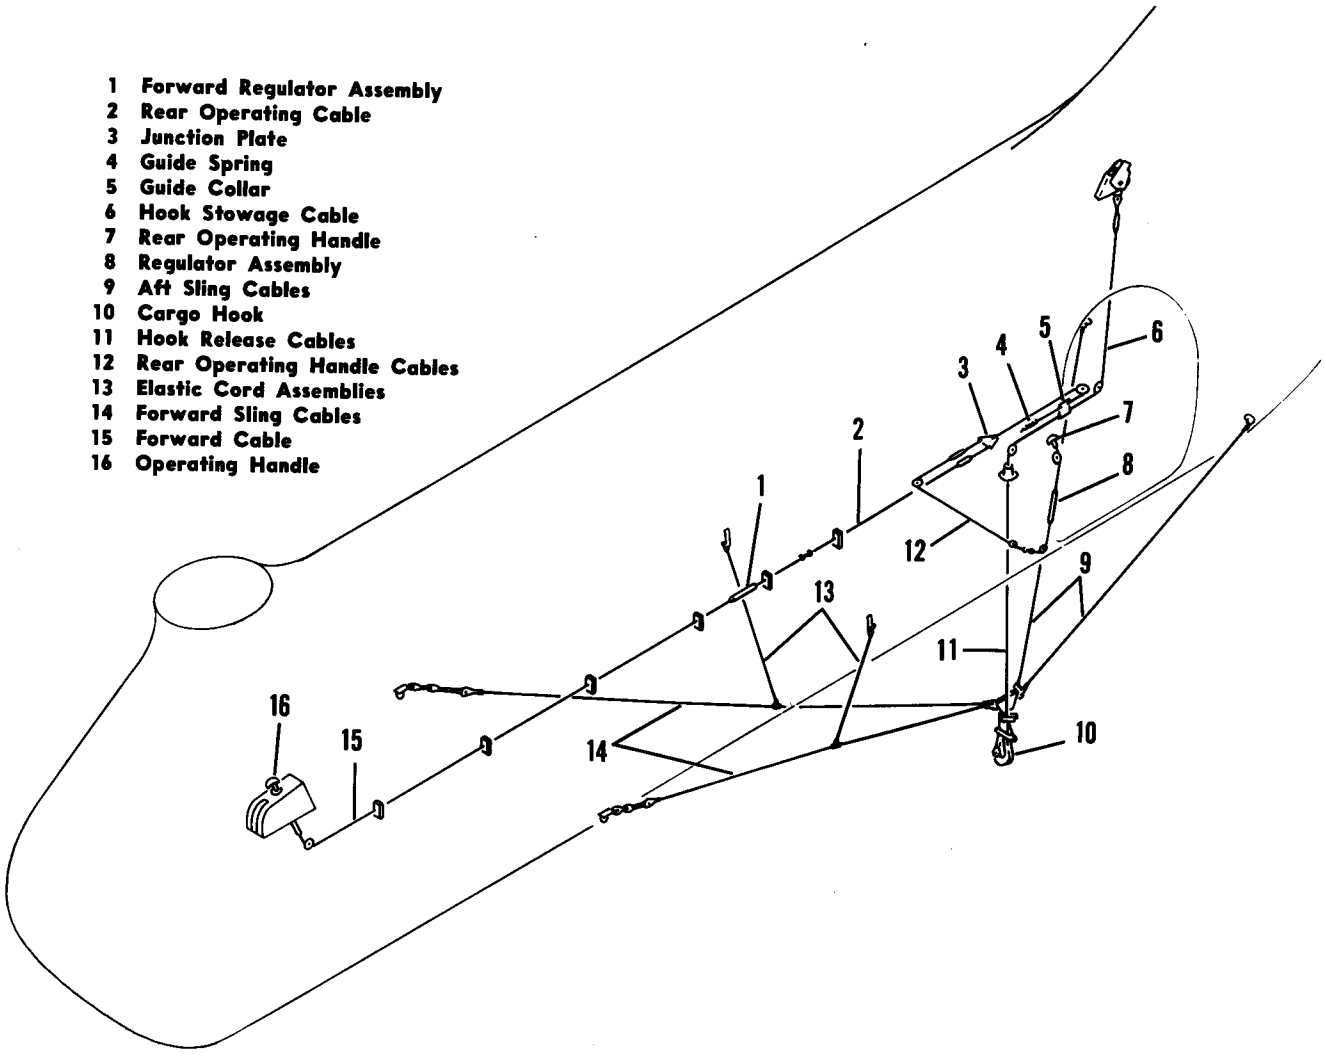

Figure 2-41. Cargo Sling and Release Mechanism—YH-21
2-264. INSTALLATION. (See figures 2-41, 2-42, and 2-42A.) The installation of the external sling is accomplished in the following manner:
2-265. REMOVAL. (See figures 2-41, 2-42, and 2-42A.) Removal of the external sling may be accomplished by reversing the installation procedure.
2-266. REMOVAL—CARGO HOOK RELEASE SYSTEM. (See figures 2-41, 2-42, and 2-42A.) The cargo hook release mechanism is removed from the helicopter in the following manner:
d. Disconnect the regulator assembly (1) from the rear operating cable (2) at the quick disconnect. Remove the regulator.
e. Disconnect the rear operating cable (2) and rear operating handle cable (12) from the junction plate (3). On H-21B and H-21C helicopters remove the bolts which secure the stop to the actuator arm and remove the stop. Disconnect the rear operating handle cable at the quick disconnect below the regulator assembly (8) and remove the cables.
f. Disconnect the rear operating handle (7) from the regulator assembly (8) and remove both units.
g. Disconnect the hook release cable (11) from the junction plate (3) and remove the junction plate. On H-21B and H-21C helicopters the hook release cable may now be removed.
h. On YH-21 and H-21A helicopters remove the spring (4) from the clip. Disconnect the release cable (11) from the guide collar (5, figures 2-41 and 2-42) and remove it.
i. Detach the hook stowage cable (6) from the guide collar (5). Slide the swaged ball end of the cable from the slot of the stowage reel (17) on H-21A helicopters. Remove the hook stowage cables.
j. Remove the hook release cable (6) and guide collar (5).
2-267. INSTALLATION. (See figures 2-41, 2-42, and 2-42A.) Installation of the cargo hook re-
2-267A. RIGGING CARGO HOOK RELEASE SYSTEM. (See figures 2-41, 2-42, and 2-42A.) The cargo hook release system should be rigged in the following manner:
f. With the cargo sling taut, adjust the hook release cable until the cable contacts the guide collar (5, figures 2-41 and 2-42) on YH-21 and H-21A helicopters.